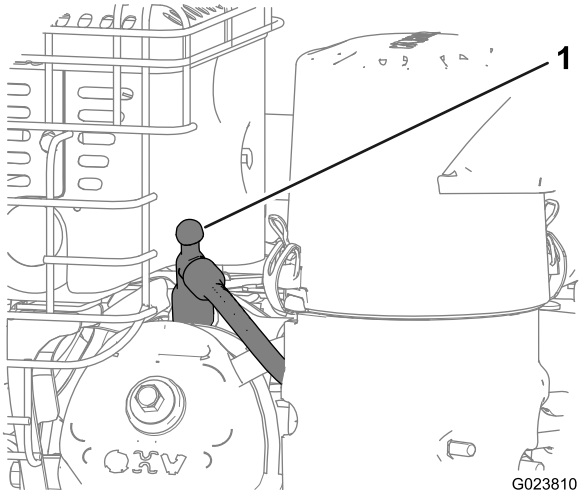

Figuur 19
3. Maak de bougiekabel los en houd deze uit de buurt van de bougie om onbedoeld starten te voorkomen (Figuur 19).